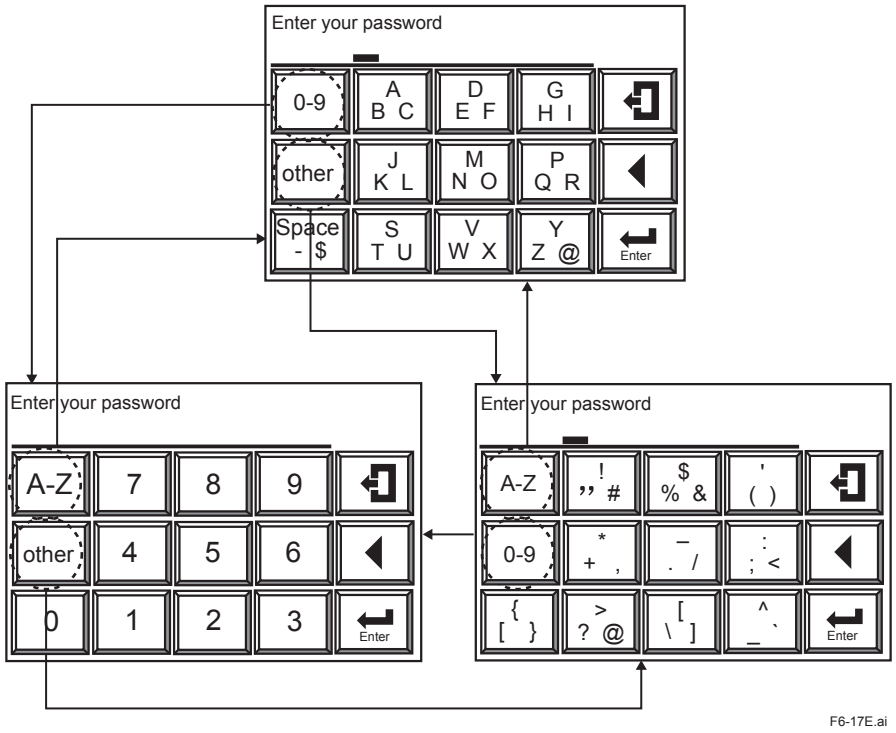

Figure 6.17 Text Entry Display
To enter a password (in combination with text data, numeric values and codes), the alphabetic character entry panel display first appears. If you press any numeral key (0 to 9), the current display then changes to the numeric-value entry panel display, enabling you to enter numeric values. If you press the “other” key, the current display then changes to the code-entry display, enabling you to enter codes. These displays alternate between the three. Figure 6.17 shows the relationship between these three displays.